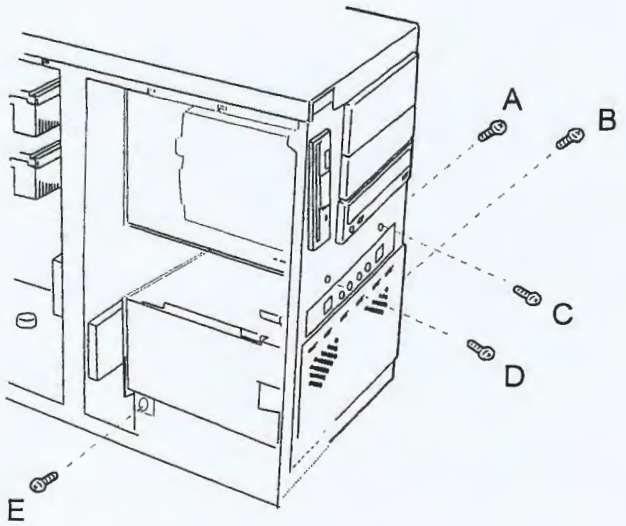

Figure 4-20. Removing the Hard Disk Drive Bay
5. Remove the two mounting screws securing the drive bay to the right side of the chassis. See Figure 4-20, A, and B.
6. Remove the two mounting screws securing the drive bay to the front of the chassis. See Figure 4-20, C, and D.
7. Support the drive bay and remove the mounting screw securing the drive bay to the left side of the chassis. See Figure 4-20, E.
15. Secure the drive bay to the chassis with the two front mounting screws removed in Step 6. See Figure 4-20, C and D.
16. Install the mounting screws that secure the drive bay to the right side of the chassis. See Figure 4-20, A and B.
17. Install the mounting screw that secures the drive bay to the left side of the chassis. See Figure 4-20, E.